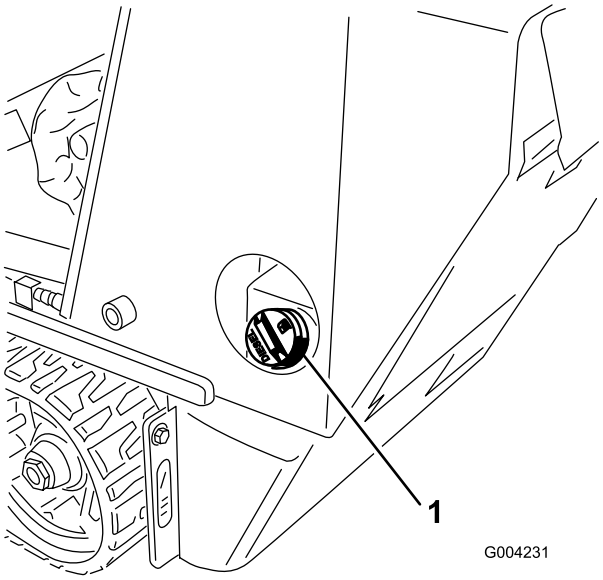

**Figur 16**
1. Ta bort tanklocket (Figur 16).